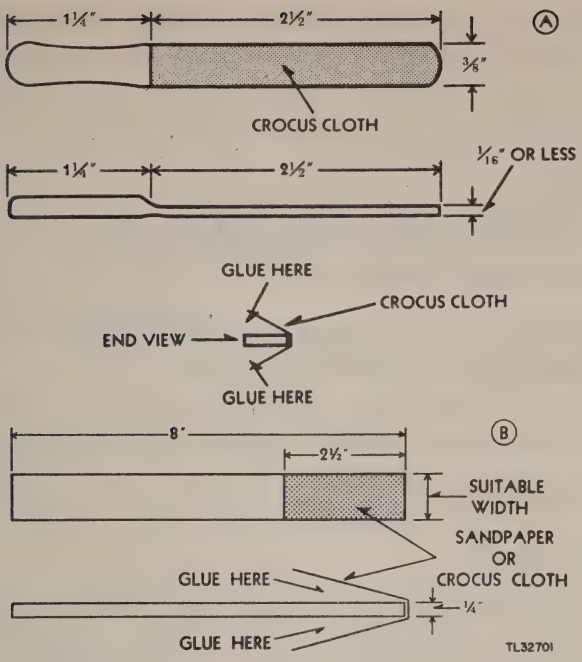

Figure 13. Construction of abrasive tools.
Crocus-cloth, canvas-cloth, and sandpaper sticks are constructed in the following manner (fig. 13):
b. Cut a piece of crocus cloth as shown in figure 13 and cement it to the stick. Be sure to cover both sides of the stick.
e. Figure 13-A shows the finished tool.